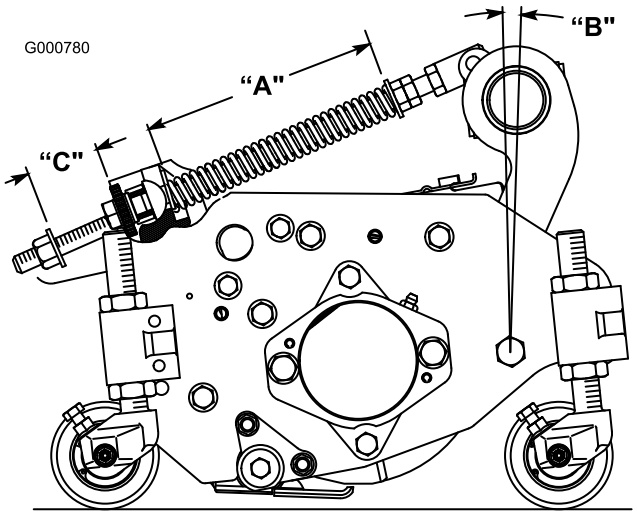

Figura 8
A mola de compensação (Figura 8), que liga a estrutura de suporte à unidade de corte, controla a rotação (para a frente e para trás) disponível e a distância ao solo no transporte e nas inversões de marcha.
1. Aperte a porca de bloqueio na parte posterior da haste da mola até que a folga (C) entre a parte posterior do suporte da mola e a parte da frente da anilha seja de 25 mm (Figura 8).
2. Aperte as porcas sextavadas na extremidade dianteira da haste da mola até que o comprimento da mola em compressão (A) seja de 20,3 cm (Figura 8).
Nota: se estiver a cortar relva muito grossa ou irregular, aumente o comprimento da mola em compressão (A) para 21,6 cm e a folga (C) entre a parte posterior do suporte da mola e a parte frontal da anilha para 38 mm (Figura 8).